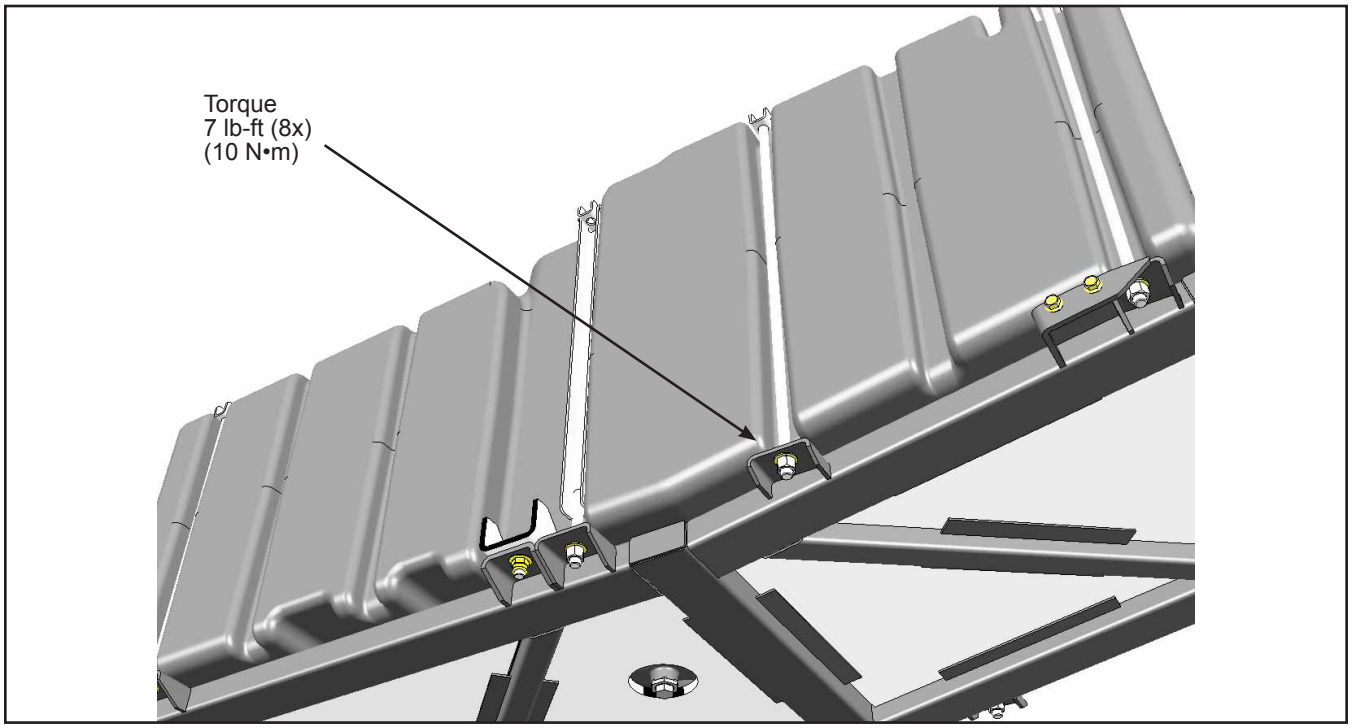

Figure 5 - Assembly and Torque
1.9. Affix the anchor rods and the ½ rods with N26738 flat washers and N75697 lock nuts. Tighten to the torque specified in Figure 5.